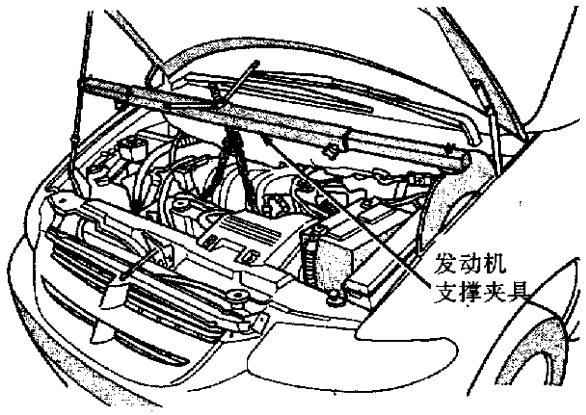

图 6－47　发动机支撑夹具
①拆下电池负极线束。
②拆下空滤器和软管。
③从变速器上拆下节气门操纵杆泵和变速杆接口。
④拔出液力变矩器离合器连接器，将它放到油尺旁边，拔下齿轮档位开关。
⑤拆下变速器冷却器管道和插头。
⑥安装发动机支撑夹具(图 6－47)。